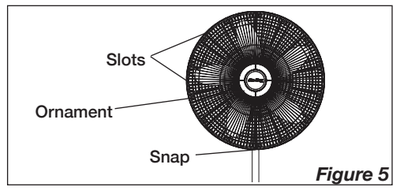

Figure 5
5. With fan head in upright position, align ***Ornament*** on ***Front Grill*** so it is horizontal and right side up. By starting with the top of the grill and working down, insert ***Snaps*** on ***Rear Grill*** through ***Slots*** in ***Front Grill***. ***(Figure 5)***